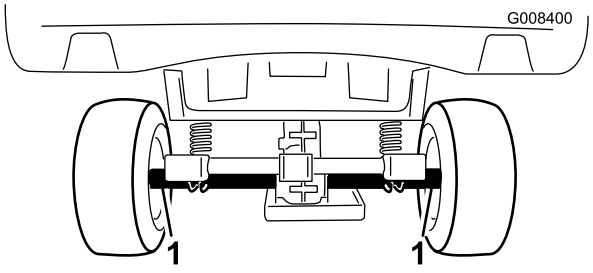
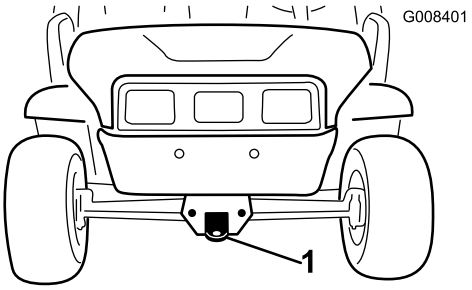

Figur 18
Figur 19
Der skal bruges en anhænger til flytning af køretøjet over lange afstande. Sørg for, at køretøjet er forsvarligt fastgjort til anhængeren. Se Figur 18 og Figur 19 for at se placeringen af bindepunkterne.
2. Sæt et bugsertov fast på anhængertrækstangen foran på stellet (Figur 19).